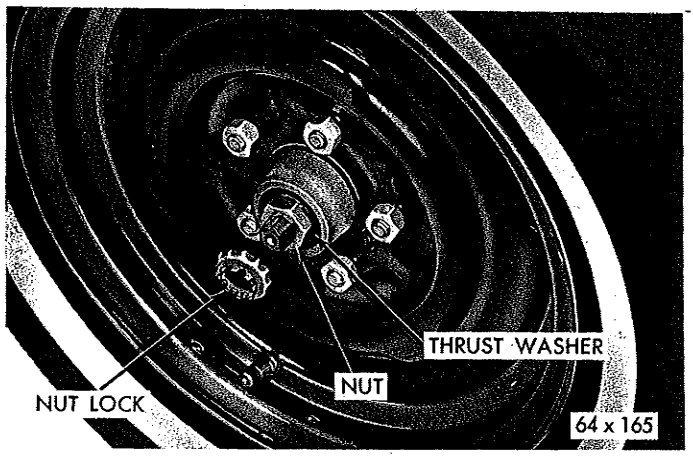

*Fig. 52—Front Wheel Bearing Adjustment*
(2) Tighten wheel bearing adjusting nut (Fig. 52) to 70 inch-pounds on Valiant models and 90 inch-pounds on Belvedere and Fury models, while rotating wheel.
(3) Position nut lock on adjusting nut so one pair of cotter pin slots align with hole in spindle.
(4) Back off adjusting nut and nut lock to the next slot and install cotter pin.
(5) Install wheel covers.